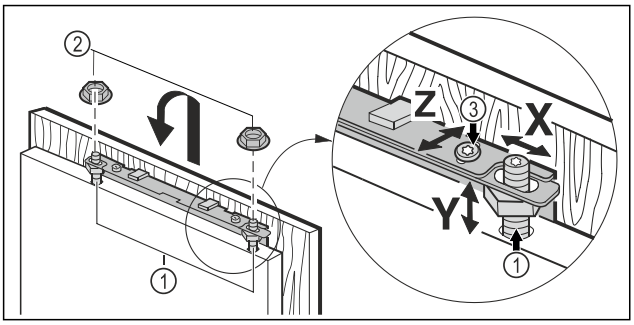

Fig. 45
▶ 将家具门挂在调整螺柱 *Fig. 45 (1)* 上，并将锁紧螺母 *Fig. 45 (2)* 松弛地拧在调整螺柱上。
▶ 沿 **Y** 高度方向和侧向倾斜方向对齐家具门：用螺丝刀调节调整螺柱 *Fig. 45 (1)*。
▶ 拧紧锁紧螺母 *Fig. 45 (3)*。